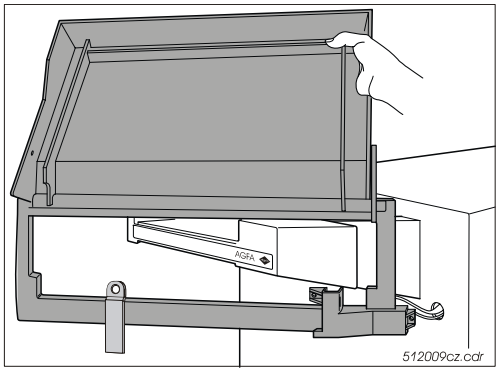

Figure 7: Positioning of the light tight cover
1. Tilt the light tight cover on the film feed table as shown in figure 7. Connect the light tight cover first above the display housing.